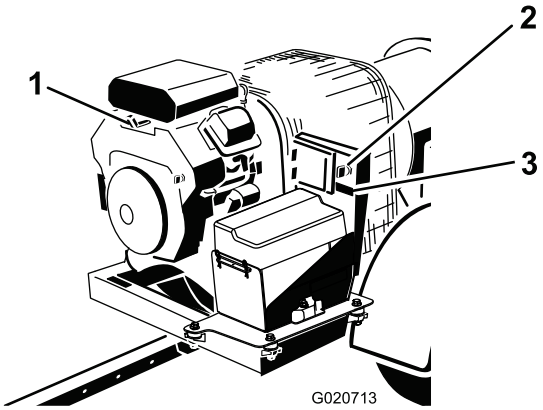

Figuur 11
3. Draai de contactsleutel naar de stand Start en daarna snel naar de stand Aan (Figuur 11). Dat activeert de ontvanger.
4. Draai als u de machine verlaat de sleutel in de stand Uit en verwijder deze uit de motor (Figuur 11).